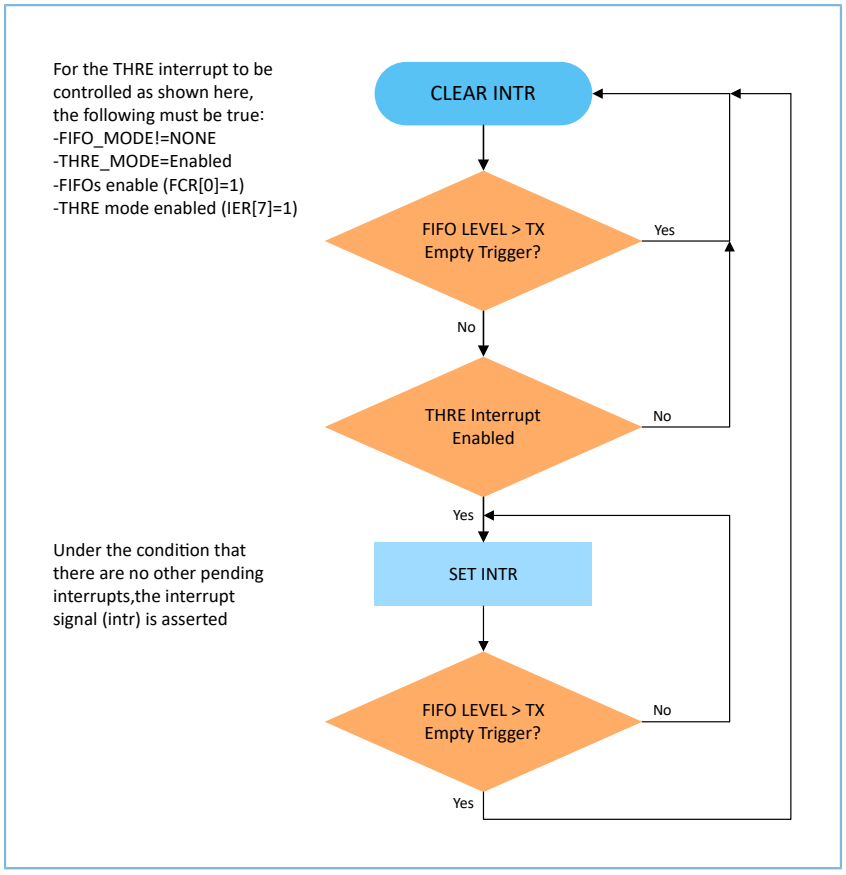

Figure 4-14 Flowchart of Interrupt Generation for Programmable THRE Interrupt Mode
- When FIFOs and THRE mode are implemented and enabled, the THRE Interrupts and dma_tx_req_n are active at and below a programmed transmitter FIFO empty threshold level, as opposed to empty, as shown in the flowchart in Figure 4-14.
Even if everything (the conditions are true for the THRE interrupt, as shown in the upper-left corner of Figure 4-14) is selected and enabled, if the FIFOs are disabled using the FCR[0] bit, the Programmable THRE Interrupt mode is also disabled. When the programmable THRE interrupt is not selected or disabled, THRE interrupts and the LSR[5] bit